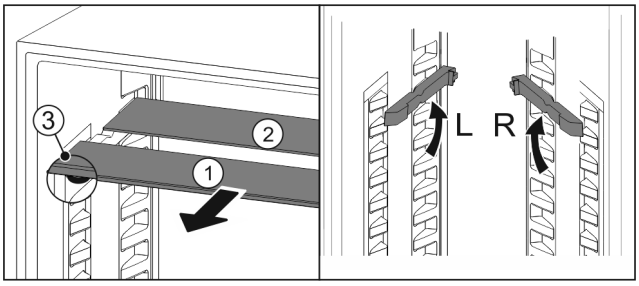

Fig. 82
▶ Extrageți *Fig. 82 (1)* pe rând plăcile de sticlă spre înainte.
▷ Placa de sticlă *Fig. 82 (1)* cu șipca decorativă se află în față.
▷ Opritoarele *Fig. 82 (3)* indică în jos.